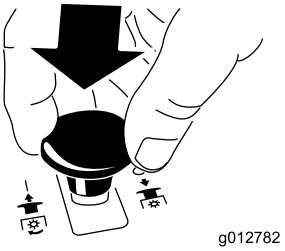

Figur 11
- Skyv knivkontrollbryteren (kraftuttaket) ned til Av (Figur 11).